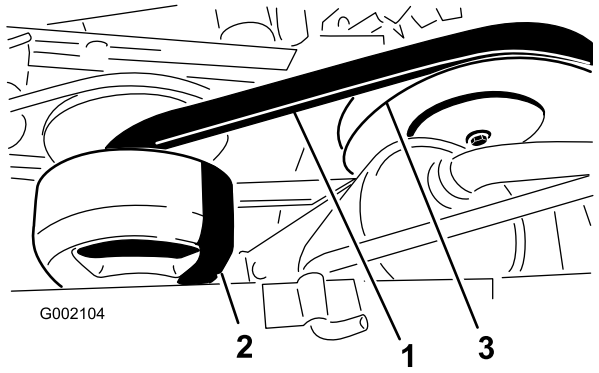

Figur 46
3. Drej og efterse remmen (Figur 46) for overdreven slid eller skader. Udskift om nødvendigt remmen.
1. Drej remmen, og før den over den sekundære kobling (Figur 46).
2. Fjern remmen fra den primære kobling (Figur 46).